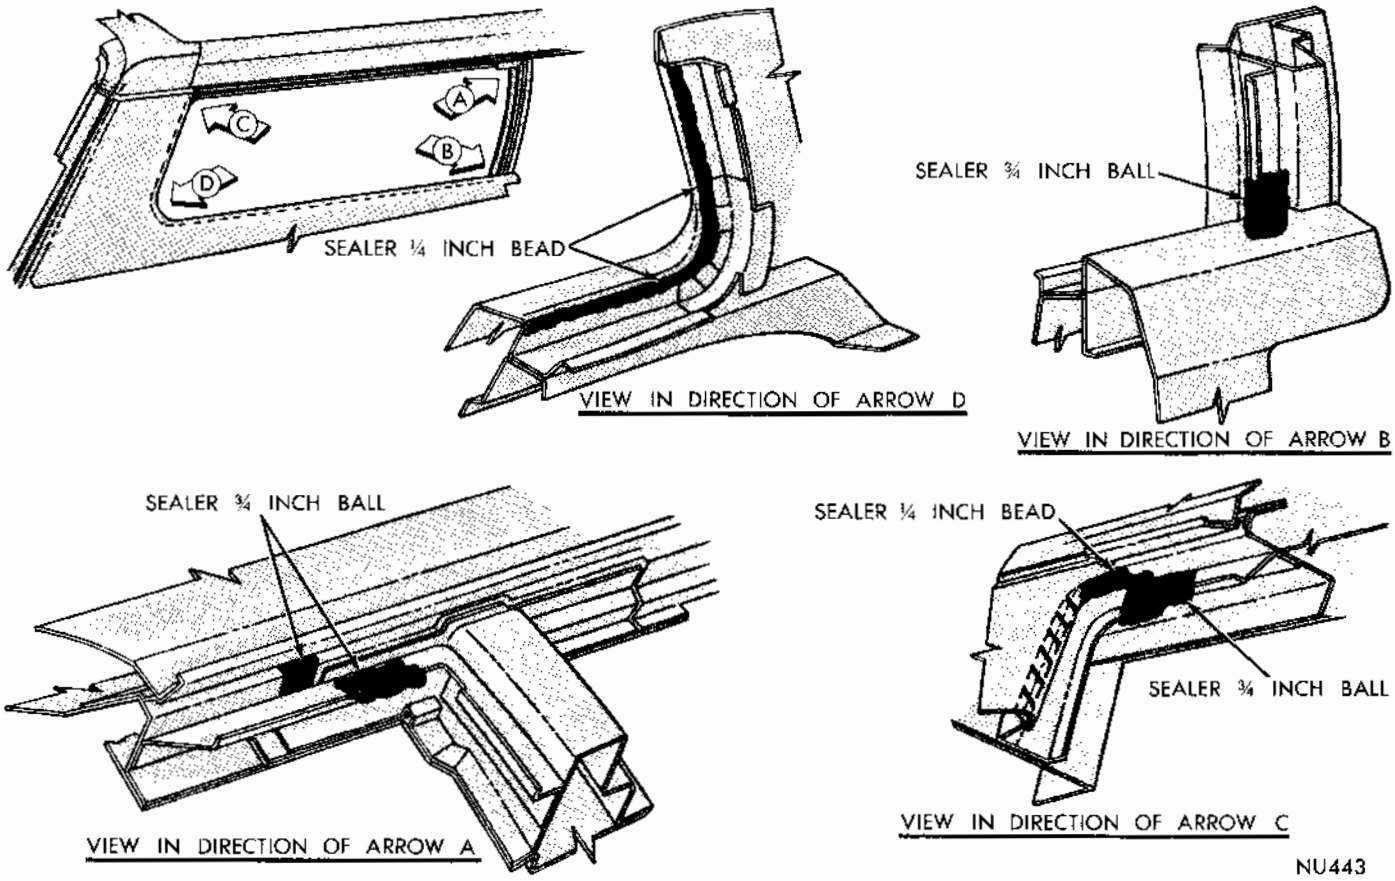

Fig 3 Quarter Window Sealing Areas
(1) Inspect sealing areas of quarter window to ascertain sealer is applied at areas indicated in Figure 3.